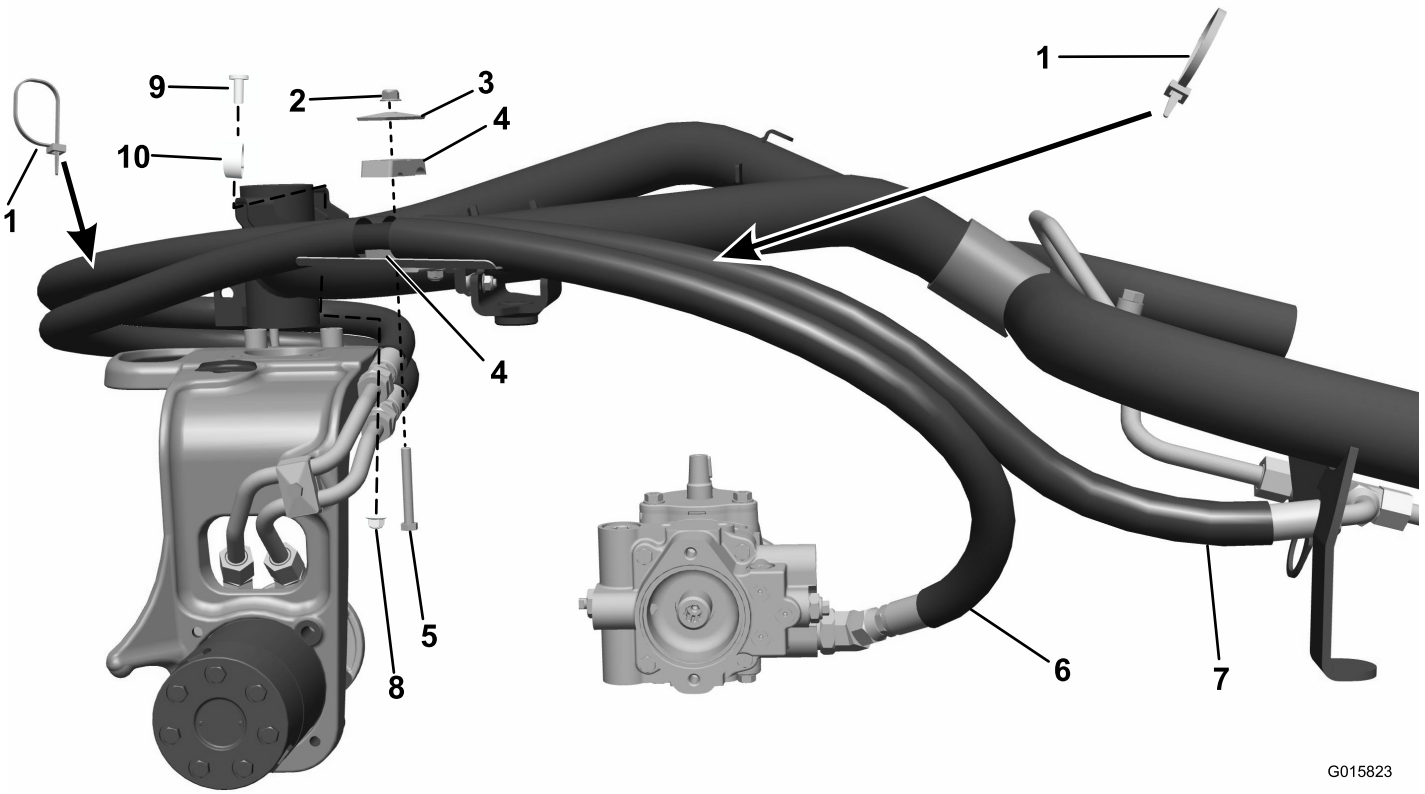
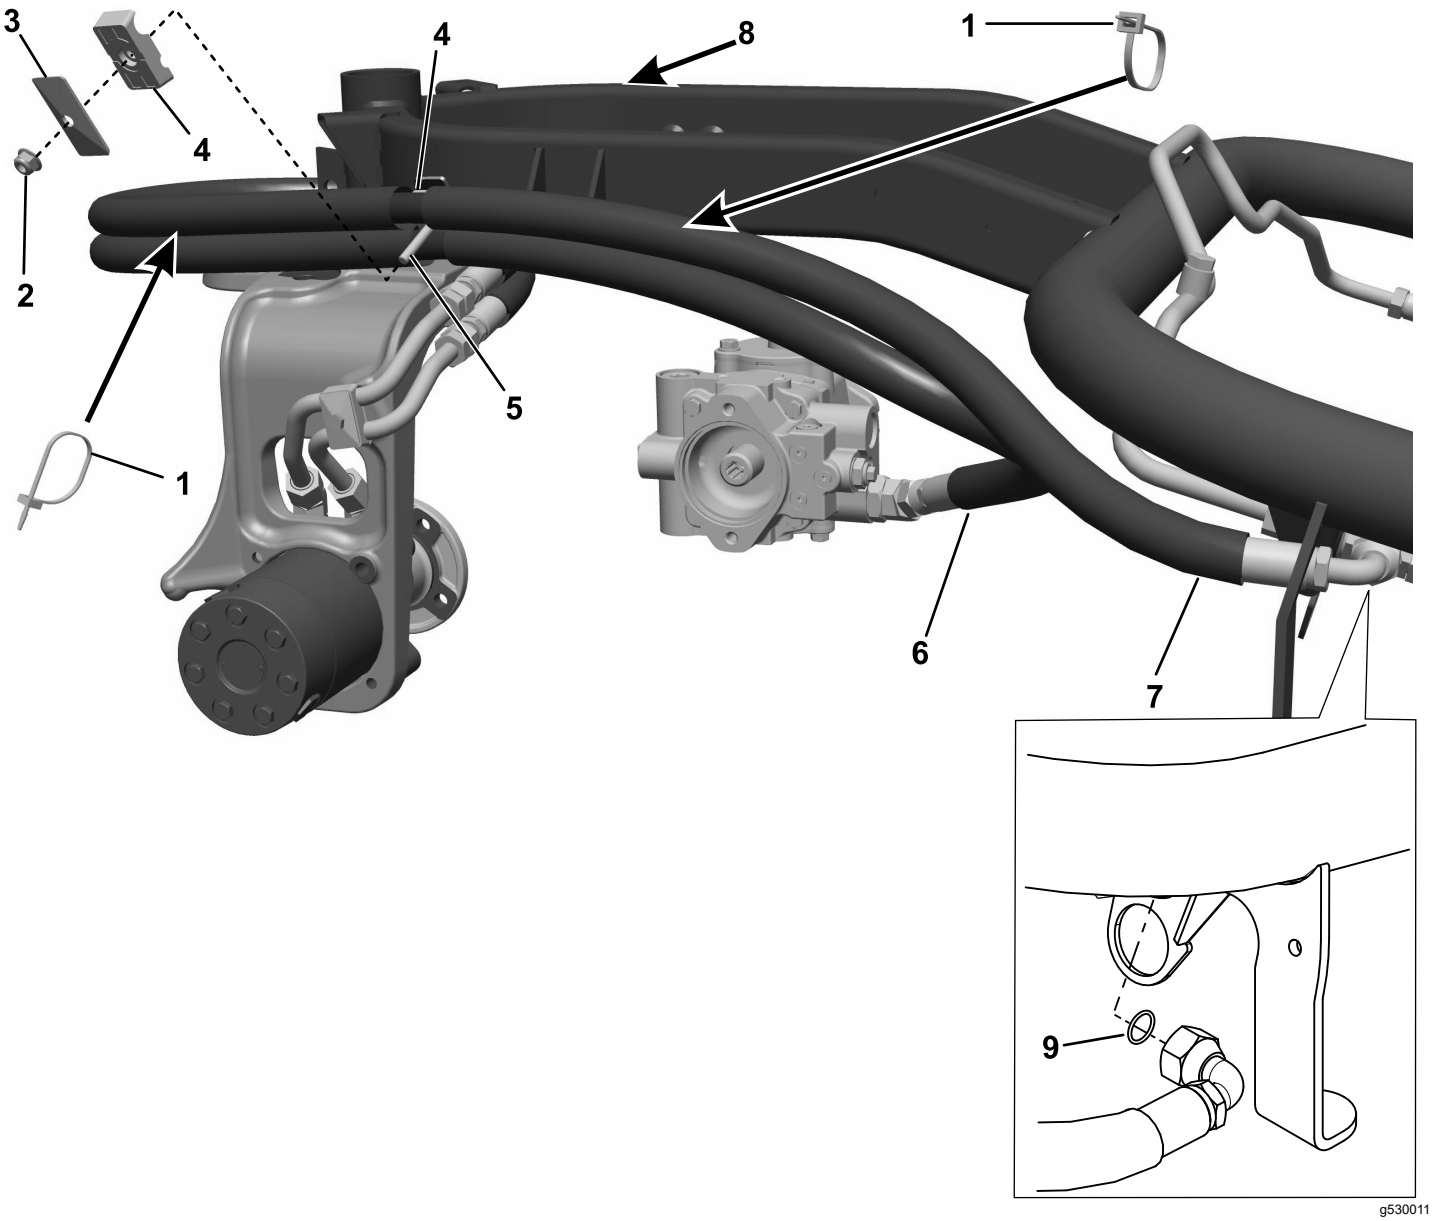

Figur 10
Figur 11
3. För slangen (med raka kopplingar i båda ändarna) genom styrningen på svänghjulsgaffeln och fäst den mot den nedre ståldningen. Fäst den motsatta änden vid den nedre hydraulpumpskopplingen (Figur 10 eller Figur 11).
4. För resten av slangen genom slangstyrningen och fäst den på den övre ståldningen. Fäst den motsatta änden och O-ringen på T-rörsfästet för framhjulsmotorn (Figur 10 eller Figur 11).
5. Montera båda slangenheterna i rörklämman vid slangskyddsdelningen och fäst den på kopplingen. (Figur 10; eller Figur 11).
9. Använd kabelband för slangenheterna som på bilden (Figur 10 eller Figur 11). Fäst alla slangändar, kopplingar och klämmor.